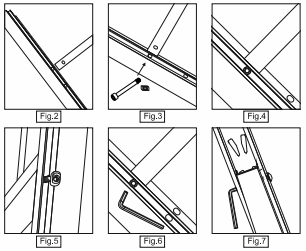

Fig.2 Fig.3 Fig.4 Fig.5 Fig.6 Fig.7
Take one Upright-Horizontal Strut (2) and insert it into the channel of Upright Column (1) on one side. Using the Button Head Hex Bolt (7) and Hex Nut (8) to connect the Upright Column (1) and Horizontal Strut (2), thread a Button Head Hex Bolt (7) through the top hole from one side to the other side. Use Hex Nut (8) and Hex Key (11) to tighten (do not fully tighten the bolt). Please note that the channel of Horizontal Strut (2) should be downward (Fig.2–Fig.7).